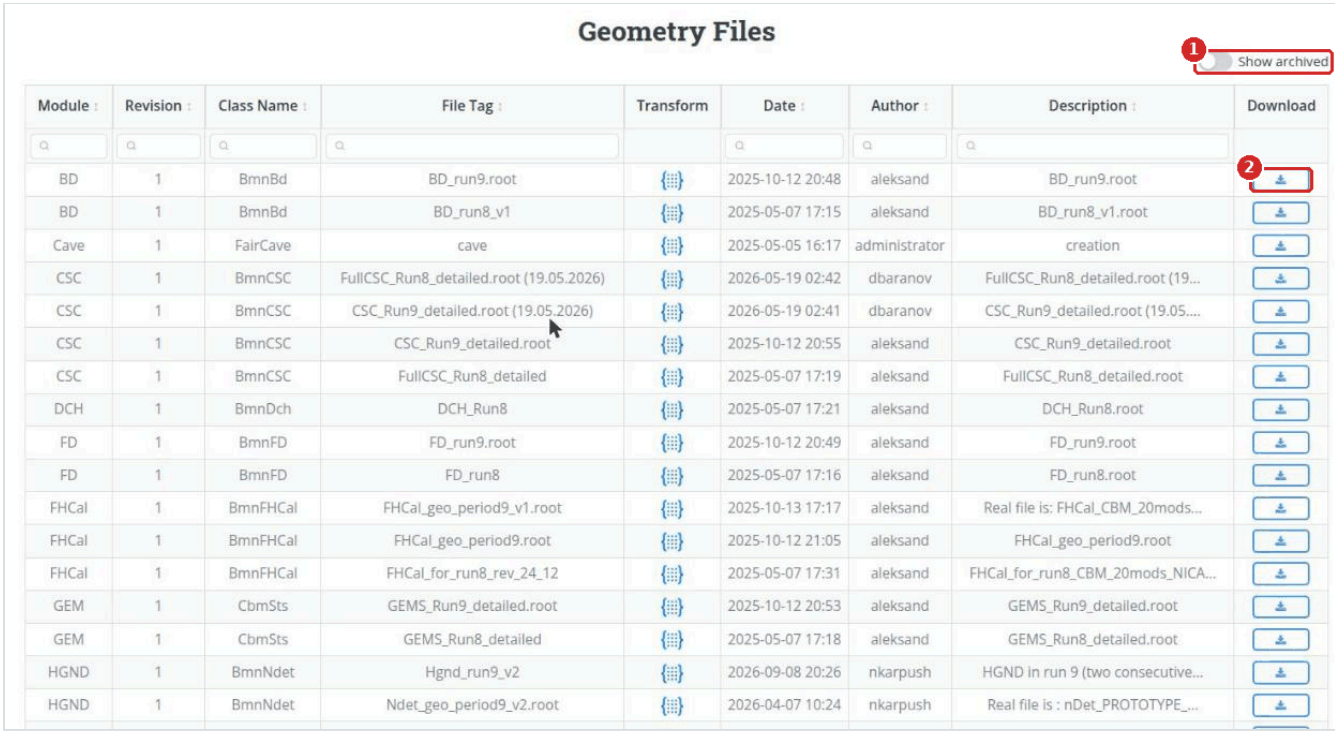

Figure 11. VIEW GEOMETRY FILES: (1) Show archived, (2) Download File
3. Click **Download File** (2 in Figure 11) in its row.